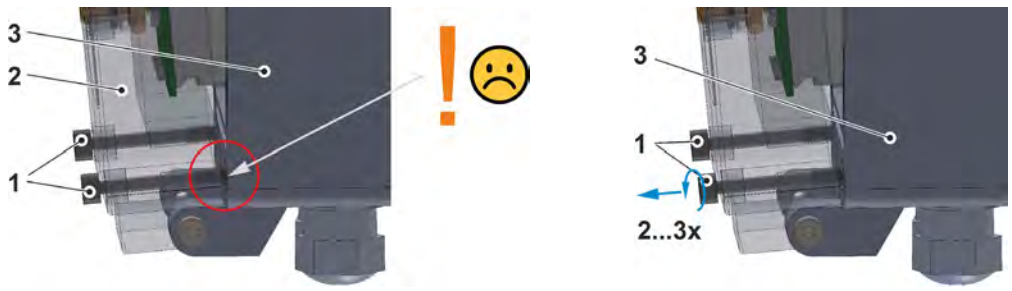
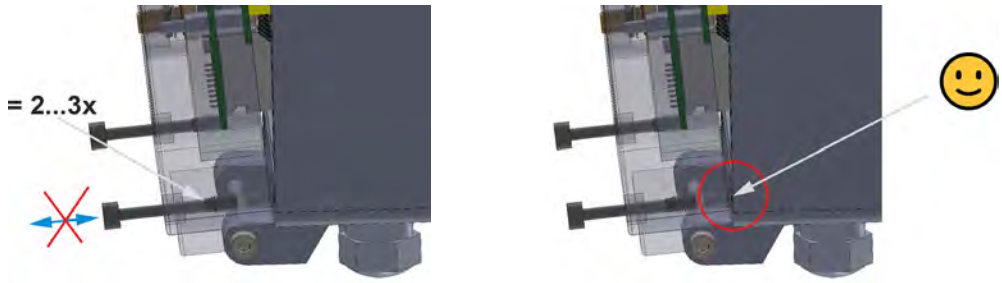

Fig. 23-2 Screw plugs: collision / unscrewing
Fig. 23-3 Screw plugs: secured / collision avoided
1. **Step 1:** Unscrew six screw plugs (Fig. 23-2 Pos. 1 / Fig. 23-3 Pos. 1; special design) from the enclosure (Fig. 23-3 Pos. 3) until they can move freely in the bore of the housing flap (Fig. 23-2 Pos. 2 / Fig. 23-3 Pos. 2) but cannot fall out.
2. Carefully fold down the housing flap (Fig. 23-2 Pos. 2 / Fig. 23-3 Pos. 2) to protect the hinge (do not drop it).
2. Fold the enclosure flap (Fig. 23-2 Pos. 2) completely upwards and make sure that no sensor cable is pinched.
3. Screw the six screw plugs (Fig. 23-2 Pos. 1) (SW3) all the way into the housing and tighten to a torque of **1.3 Nm**.